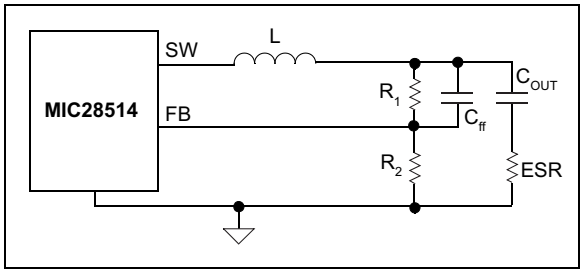

图 5-3： FB处的纹波不足
2. 输出电容的ESR较小，反馈电压处的纹波不足。在这种情况下，输出电压纹波可以通过前馈电容（C_{ff}）馈入FB引脚，如图5-3所示。典型的C_{ff}值介于1 nF到22 nF之间。